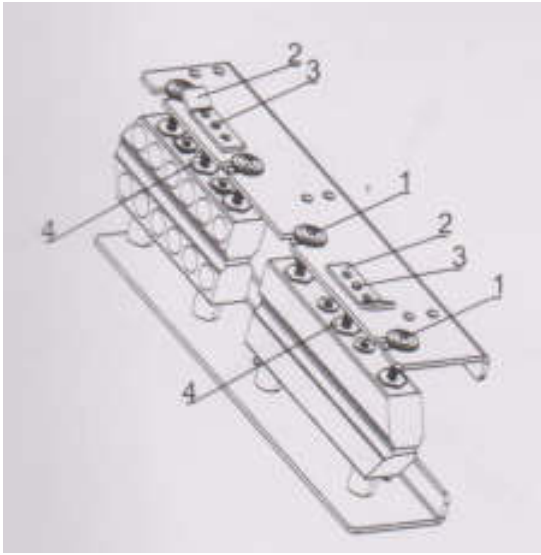

Рис. 4
1. Снимите защитную крышку. После того, как нагревательные элементы остынут, поверните верхний нагревательный элемент и верхний охлаждающий элемент вверх на 90°, и поднимите обе детали. Ослабьте пружину молета и среднего прижимного колеса. Снимите направляющую ленту, чтобы заменить упаковочную ленту (см. рис. 4).